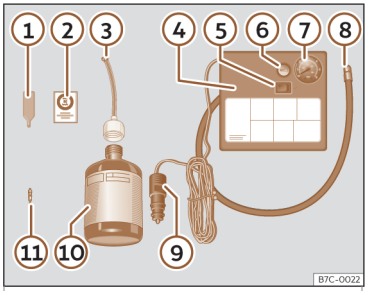

Fig. 31 Representación estándar: contenido del kit antipinchazos.
El kit antipinchazos se encuentra en el compartimento del maletero bajo el revestimiento del suelo. Incluye los siguientes componentes»» **fig. 31**:
- Desenrosque la caperuza y el obús de la válvula del neumático. Utilice el aparato »» **fig. 31** (1) para extraer el obús. Colóquelo en una superficie limpia.
- Agite con fuerza la botella de sellante de neumáticos»» **fig. 31** (10).
- Enrosque el tubo de inflado»» **fig. 31** (3) en la botella de sellante. El precinto de la botella se romperá automáticamente. »
• Retire el tapón del tubo de llenado ››› fig. 31 ③ y enrosque el extremo abierto del tubo en la válvula del neumático.
• Vuelva a colocar el obús con el aparato ››› fig. 31 ① en la válvula del neumático.
• Enrosque el tubo de inflado del neumático del compresor››› fig. 31 ⑧ en la válvula del neumático.
• Compruebe que el tornillo de evacuación de aire está cerrado››› fig. 31 ⑥.
• Acople el conector››› fig. 31 ⑨ a toma de corriente de 12 voltios del vehículo ››› pág. 152.
• Conecte el compresor de aire con conmutador ON/OFF››› fig. 31 ⑤.
• Pegue el adhesivo››› fig. 31 ② en el cuadro de instrumentos, dentro del campo visual del conductor.
Vuelva a enroscar el tubo de inflado ››› fig. 31 ⑤ y compruebe la presión en el manómetro ⑥.